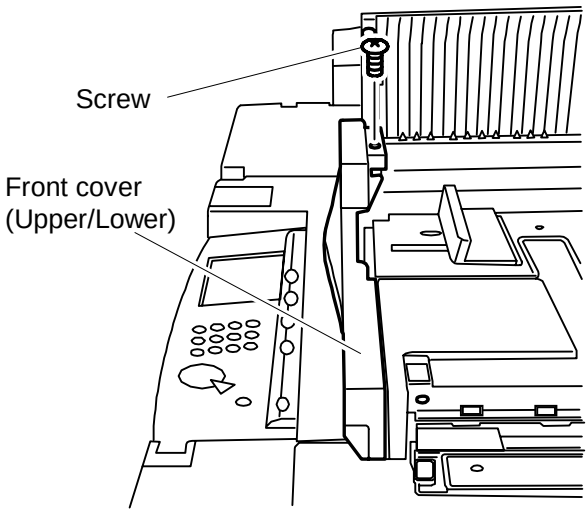

Fig. 4
3) Remove the 1 screw from the upper cover assembly, and remove the front cover (upper/lower). (Fig. 4)